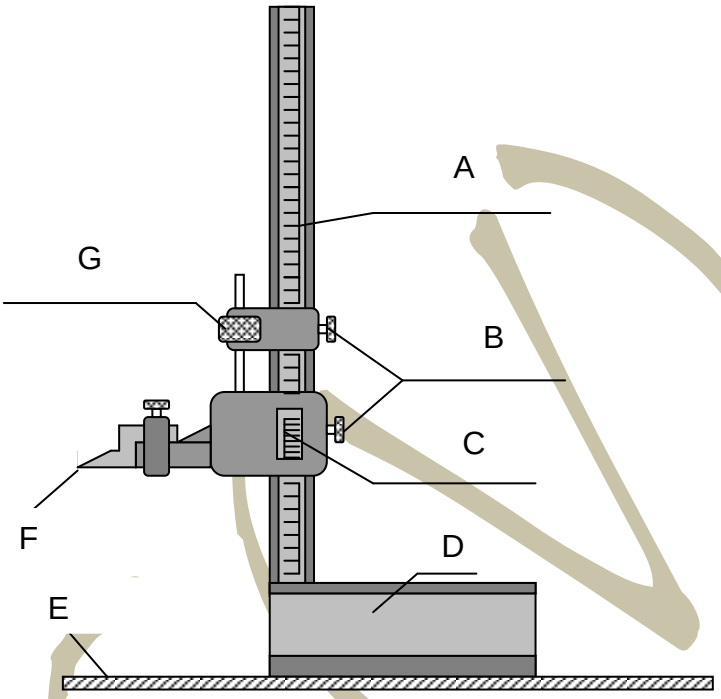

FIGURE 3
3.1 Study FIGURE 3 below of a marking off tool and answer the questions.
3.1.1 Name the marking off tool shown in FIGURE 3. (1)
3.1.2 Name the parts of the tool shown in FIGURE 3 by writing only the answer next to the letter (A–G) in the ANSWER BOOK. (7)